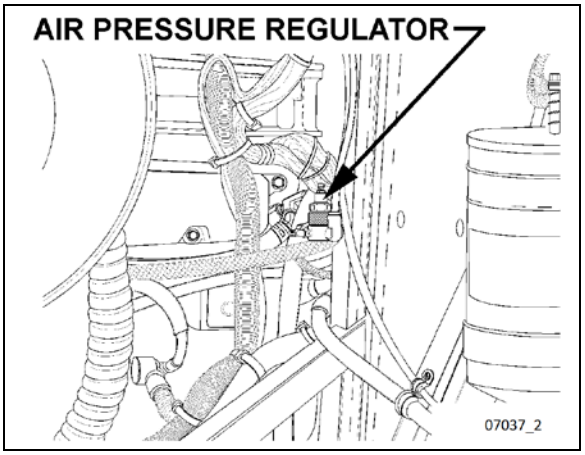

**FIGURE 14: AIR PRESSURE REGULATOR (TYPICAL)**
24. Adjust the retarder pressure to 80 ± 3 psi with the air pressure regulator. For more information refer to Section 12, *"BRAKE AND AIR SYSTEM"*, under heading *"AIR PRESSURE REGULATOR".* The air pressure regulator is located at back of engine compartment, on R.H. side (Figure 14) or in the R.H. side rear service compartment.